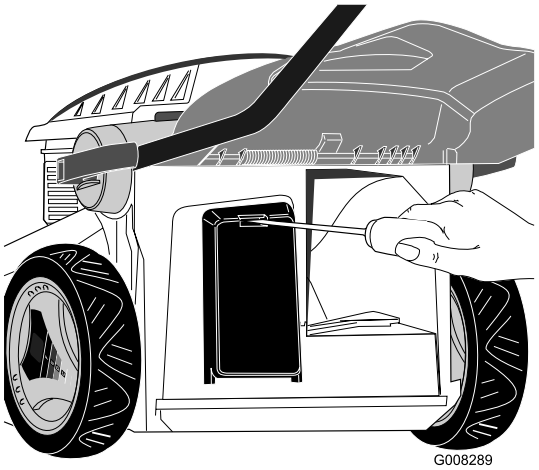

Figuur 25
1. Open het deksel van de accubehuizing (Figuur 25).